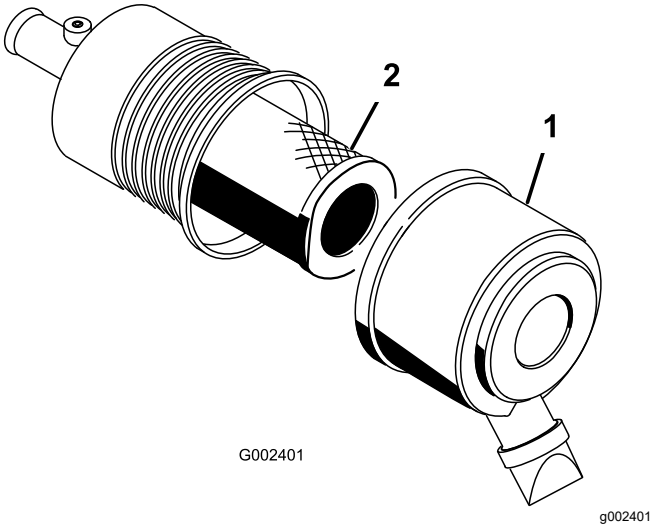

Figur 50
2. Åbn låsene, der fastgør luftfilterdækslet til luftfilterhuset (Figur 50).
3. Fjern dækslet fra luftfilterhuset (Figur 50).
5. Afmonter, og udskift filteret (Figur 50).